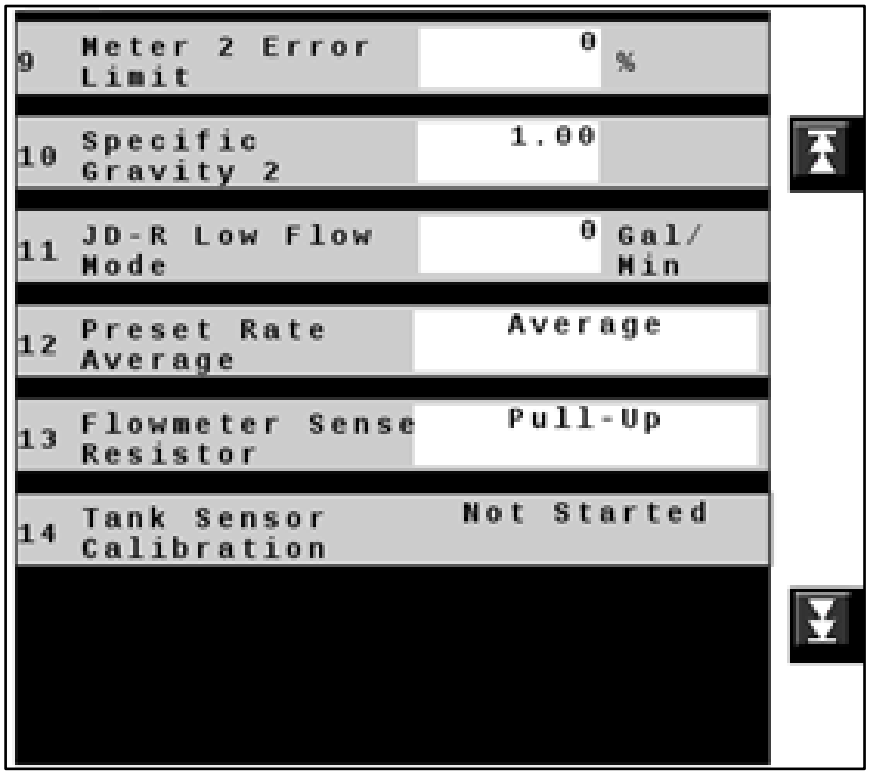

Figure 21 — Flowmeter Setup Page 2
38. *Figure 21:* Use the **Scroll Down** icon to view the second page and verify the values there as well.